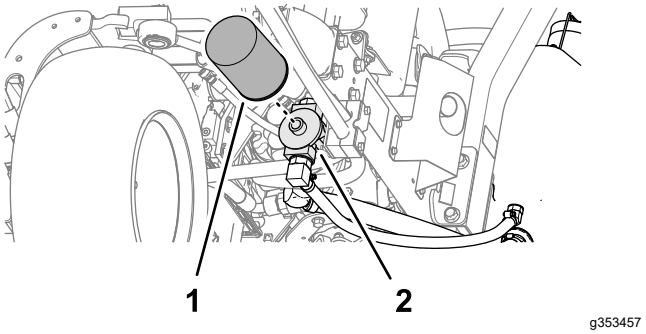

Figur 92
2. Rengør omkring det område, hvor filteret monteres. Anbring en dræningsbakke under filteret (Figur 92), og fjern filteret.